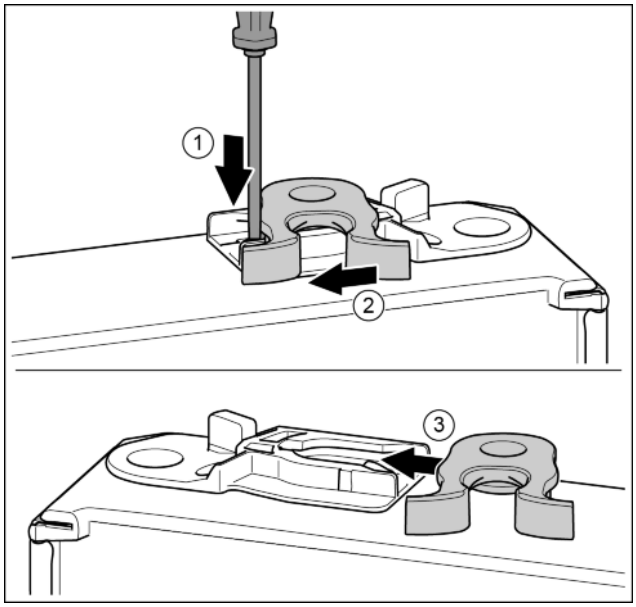

Fig. 16
- ▶ Push the tab downwards with a slotted screwdriver. *Fig. 16 (1)*
- ▶ Pull the door latch out of the guide. *Fig. 16 (2)*
- ▶ Push the door latch into the guide on the other side. *Fig. 16 (3)*